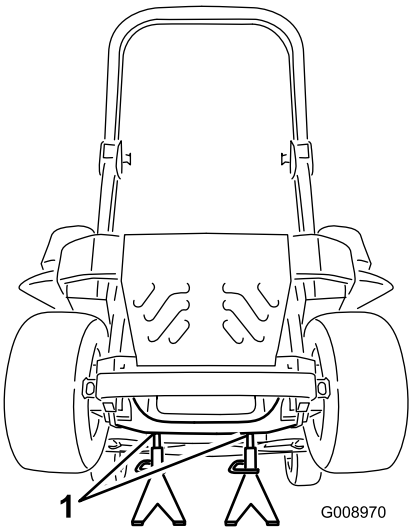

Figuur 83
3. Breng de machine omhoog en ondersteun de machine met kriksteunen (Figuur 83).
9. Verwijder de kriksteunen en breng de machine omlaag (Figuur 83).